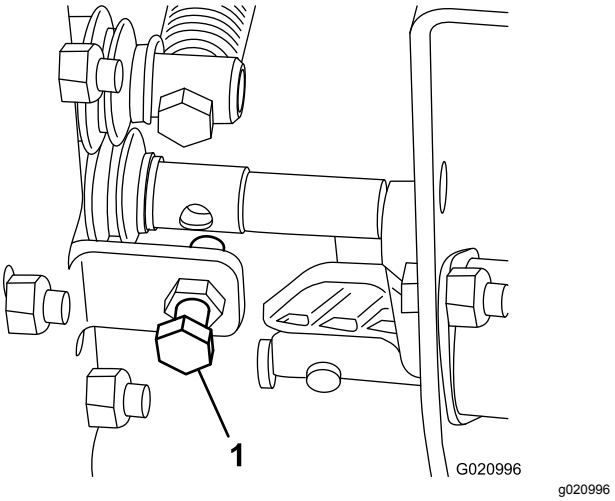

Figuur 24
- Als de hefsnelheid van de machine te hoog of te laag is moet u de bout in Figuur 24 bijstellen.